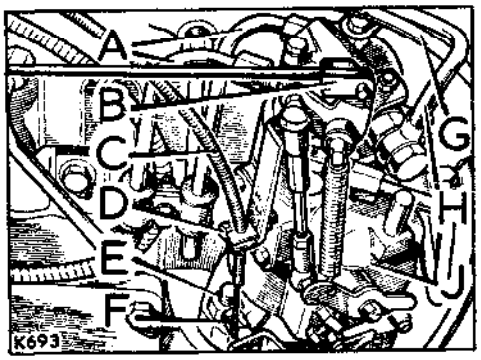

**Fig. A2-53. View of distributor pump**
1. Connect the fuel pipes, accelerator linkage and stop cables, Fig. A2-53 refers, and check the controls for full movement.